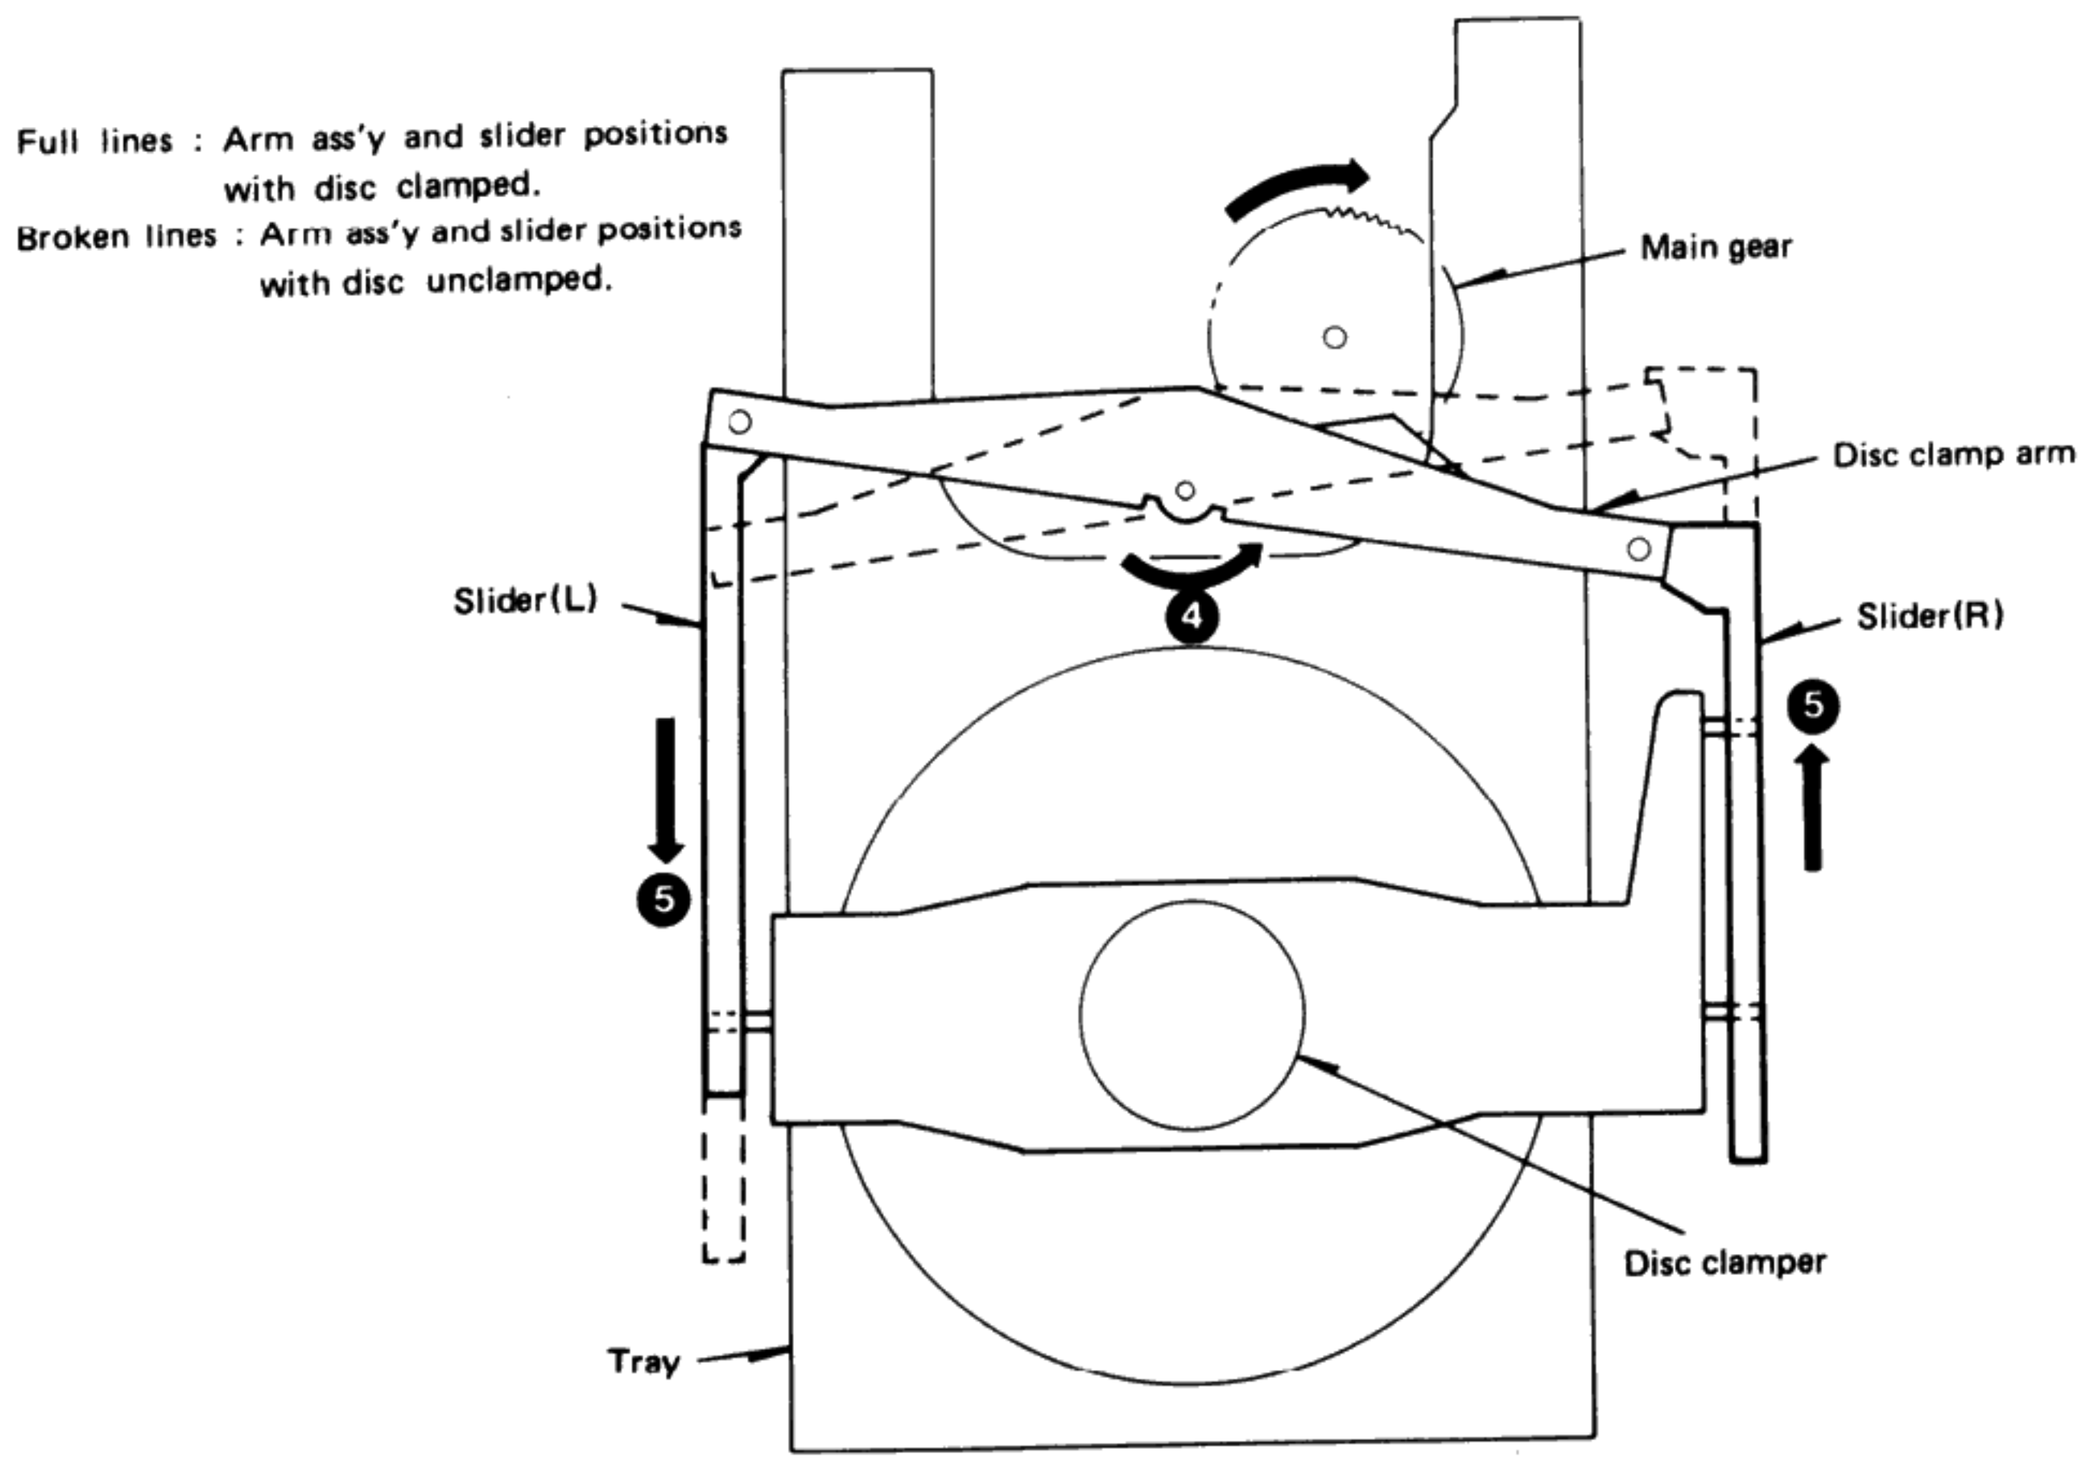
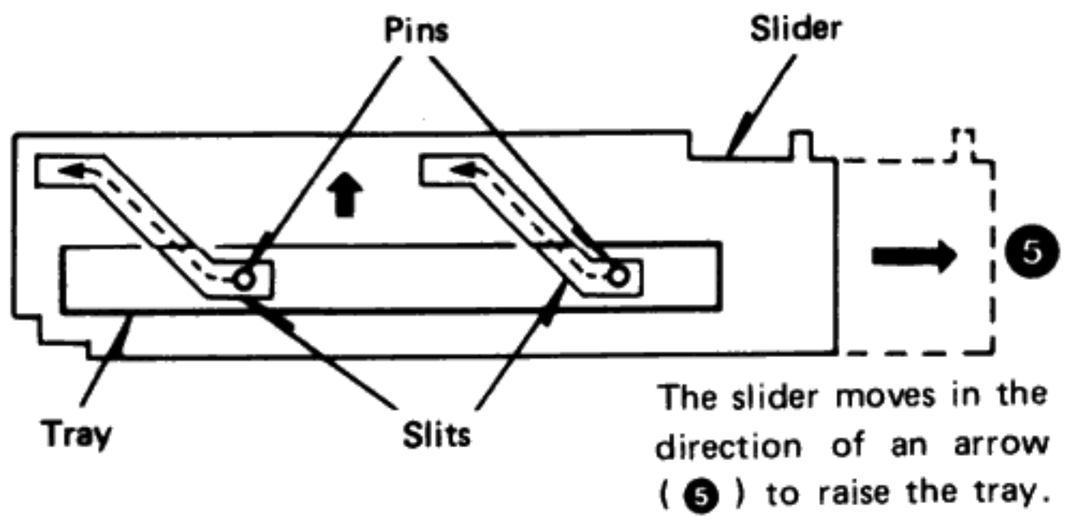

Fig. 6 Tray clamper UP/DOWN operation (1)
Fig. 7 Tray clamper UP/DOWN operation (2) (Side slider section)
In addition, the top ends of the disc clamp arm are moved in the direction of an arrows (❺) in response to the slider mechanism in order to raise and lower the disc clamper (Figure 6).
The left and right sliders are provided with slits as shown Figure 7, along which the left and right pins attached to the disc clamp arm slide up to unclamp. At this time, the disc clamp arm with the disc clamper fully raised is positioned with its left side down as opposed to the previous clamp position. (Figures 6, 7 and 8)